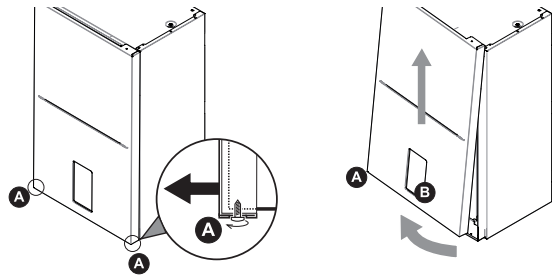

Abb. 14 - Demontage der Frontplatte
- Die Schrauben A teilweise lösen (siehe "Abb. 14 - Demontage der Frontplatte").
- Die Platte B herausziehen und aus den oberen Befestigungen aushaken (siehe "Abb. 14 - Demontage der Frontplatte").